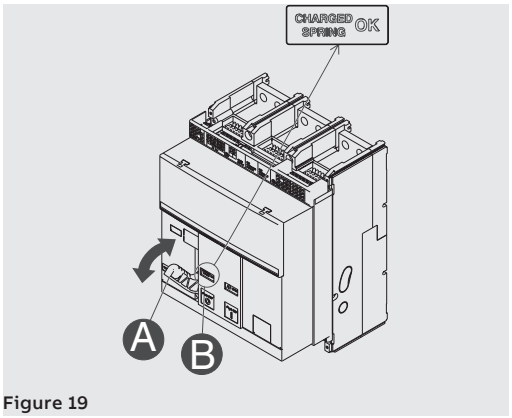

Figure 19
2. Charging the springs - Pull the lever [A] downwards several times until the springs charged signalling device [B] is “yellow - CHARGED SPRING” as indicated in Figure 19.